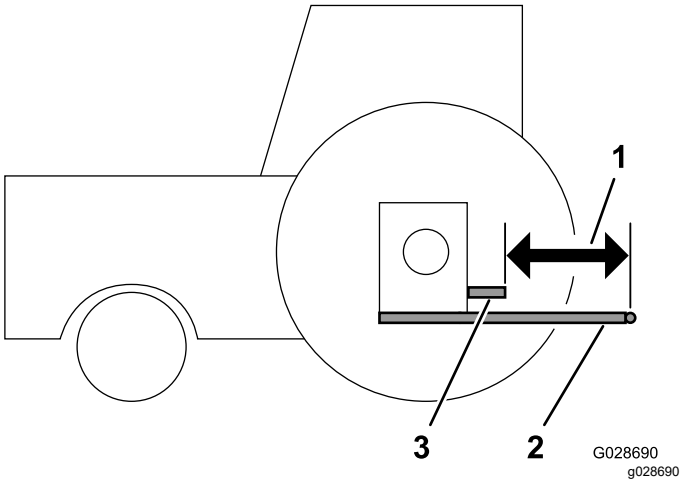

**Figuur 9**
1. Plaats een richtliniaal over de uiteinden van de balansarmen om u te helpen bij het bepalen van de afstand tussen de balansarmen en het uiteinde van de uitgangsas van de aftakas (Figuur 9).
2. Meet de afstand tussen het uiteinde van de uitgangsas van de aftakas en het bevestigingspunt van de onderste balansarmen (Figuur 9). Noteer hier de gemeten afstand: